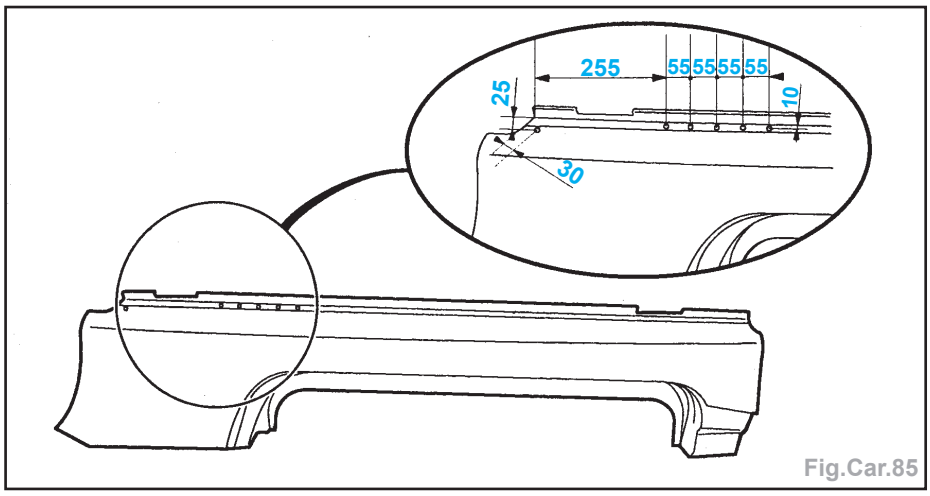

Fig.Car.85
- Percer suivant figure des trous Ø 8,0 mm pour soudage ultérieur par points bouchons (Fig.Car.85).